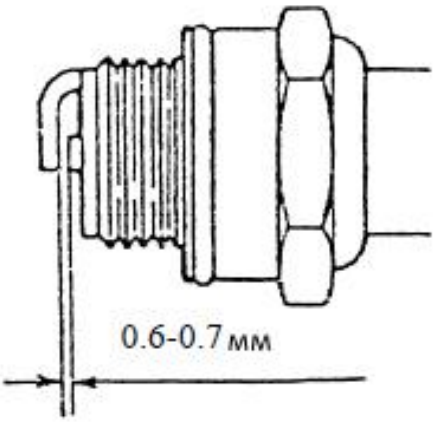

Рис. 16
(1) Після щоденної роботи з машиною промивайте фільтр, тому що хімічні речовини можуть прилипати до губки та призвести до зменшення потужності двигуна.
(2) Після промивання губки бензином, вижміть паливо та вставте губку назад.
(3) Необхідний зазор свічки запалювання складає 0,6-0,7 мм. Будь ласка, регулярно перевіряйте зазор. Якщо він замалий або завеликий – відрегулюйте його, як показано на Рис. 16.
(4) Модель свічки запалювання в цій машині – 4106J. Не використовуйте свічки запалювання інших моделей.